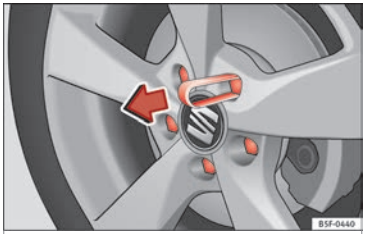

Fig. 71 Rueda: tornillos de la rueda con capuchones.
- Encaje la pinza de plástico (herramienta de a bordo) sobre el capuchón hasta que encastre ››› fig. 71.